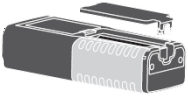

Fig. 9 : Remplacement de la batterie interne
1. Dévisser la vis de fixation du couvercle du compartiment des piles et le retirer (voir Fig. 9).